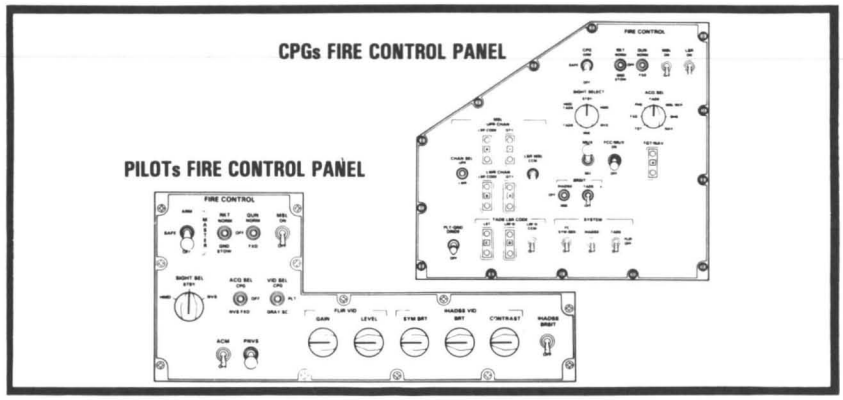

FIGURE 6: Fault detection/location system video switchology.
• FD/LS video switchology, figure 6, enables the FD/LS to display initial and continuous monitor of detected failures or keyboard initiated displays/messages. This will occur when the CPG fire control symbol generator (FC SYM GEN) switch is set to the SYM GEN position or the CPG TADS switch is set to either the forward looking infrared (FLIR) OFF or the TADS position. In addition to this the CPG IHADSS switch is set to the IHADSS position.